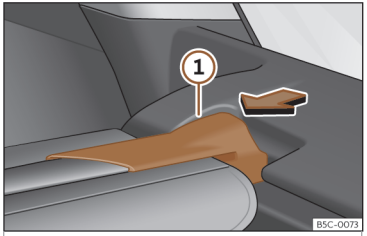

Fig. 120 Nel bagagliaio: smontare il pianale.
- Premere il supporto del pianale ››› **fig. 120** ① nel senso della freccia.
- Fissare il supporto del pianale››› fig. 120 (1) nell'alloggiamento del lato opposto.